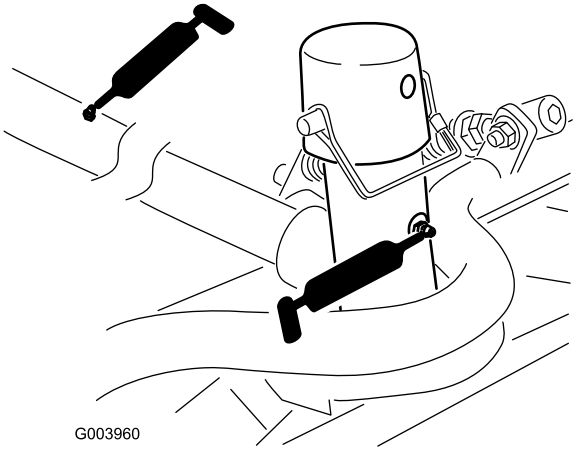

Figur 45
- Klippenhetens bärram och svängtapp (2 var) (Figur 45)